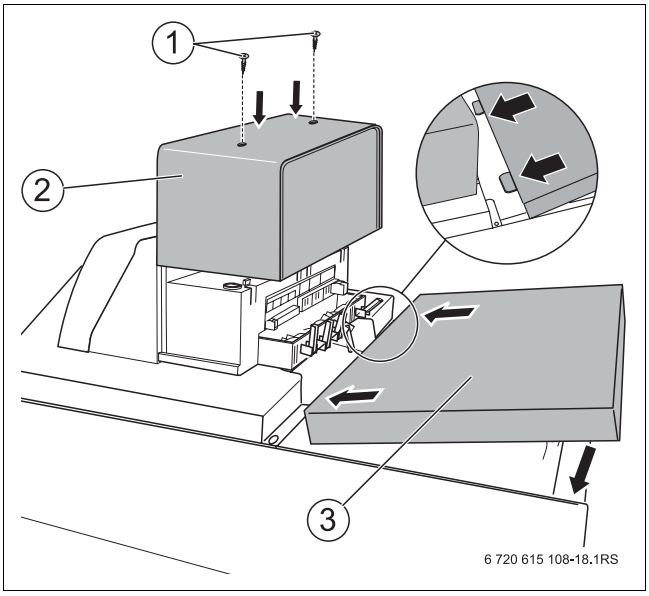

Fig. 18 Chiusura del pannello di copertura dell'apparecchio di regolazione e della caldaia
- Rimuovere le 2 viti di sicurezza della copertura posteriore della caldaia (→ fig. 18, pag. 20).
- Rimuovere la copertura posteriore della caldaia (→ fig. 18, pag. 20, [3]).
- Svitare le due viti del pannello di copertura dell'apparecchio di regolazione (→ fig. 18, pag. 20, [1]).
- Smontare la copertura dell'apparecchio di regolazione (→ fig. 18, pag, 20, [2]).